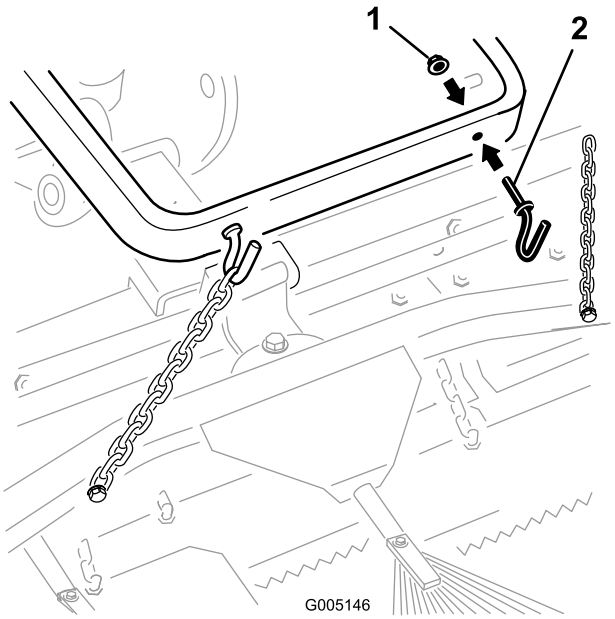

Bild 6
A. Montieren Sie zwei Haken mit zwei Bundmuttern (3/8 Zoll) hinten am Hubarm (Bild 6). Befestigen Sie die Ketten mit der gewünschten Länge an den Haken.